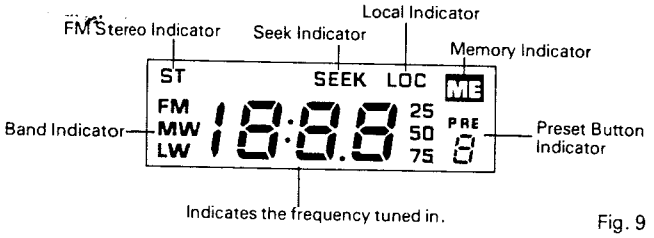

Fig. 9
1. When the Radio Power Switch ❷ is pushed on, the radio frequency will appear on the Digital Display ❺. (Fig. 9)
2. Press Band Select Button ⓭ to select the desired band and Digital Display ❺ will illuminate to indicate the band.